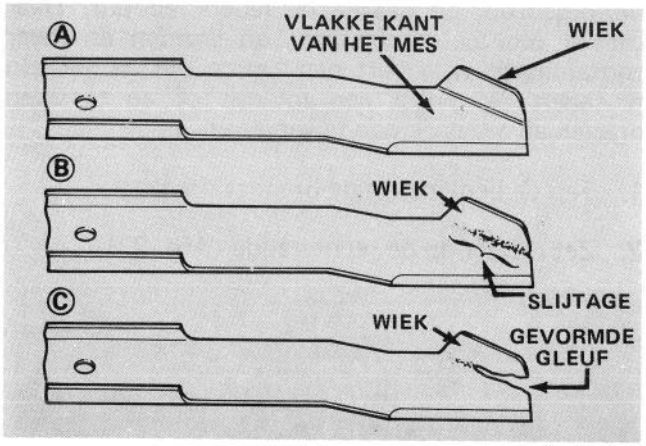

Afbeelding 29
3. Inspekteer snij-uiteinden van het mes zorgvulding; slijp of vervang wanneer nodig (Afb. 29).